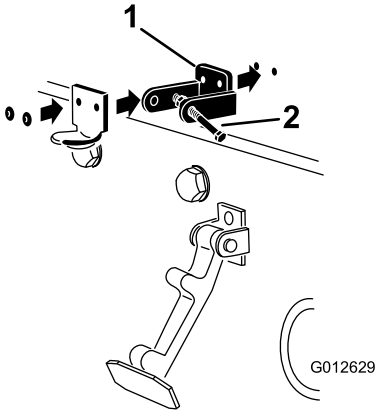

**Figur 7**
3. Placera CE-låsfästet och motorhuvsspärrfästet på motorhuven när du passar in monteringshålen. Låsfästet måste ligga mot motorhuven (Figur 7). Ta inte bort skruv- och mutterenheten från låsfästets arm.
5. Nita fast fästena och brickorna på motorhuven (Figur 7).